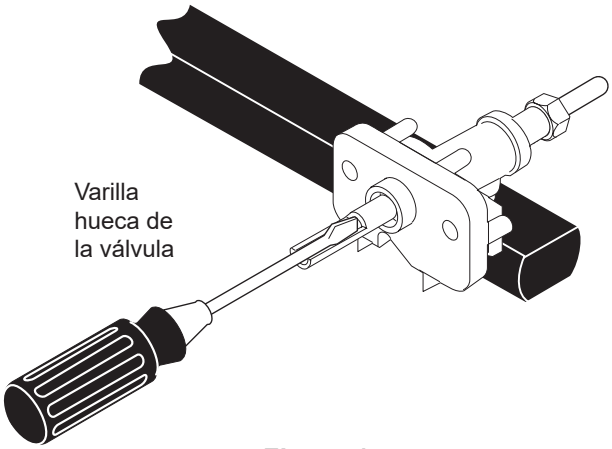

Figura 14
e. Introduzca un destornillador delgado en la varilla hueca de la válvula y ajústelo sobre el tornillo que se encuentra adentro. El tamaño de la llama se puede aumentar o reducir girando el tornillo. Gire el tornillo a la izquierda para aumentar el tamaño de la llama. Gire el tornillo a la derecha para reducir el tamaño de la llama (Figura 14).